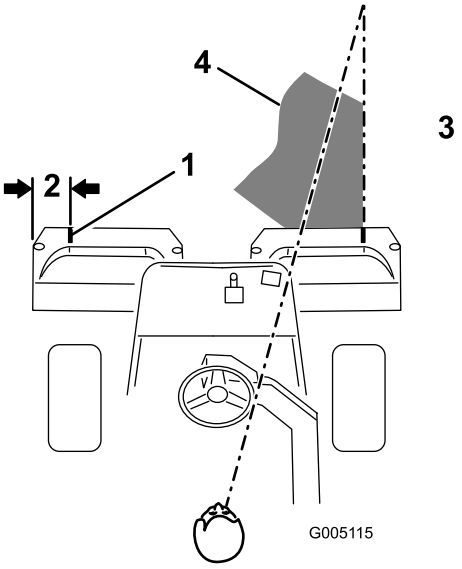
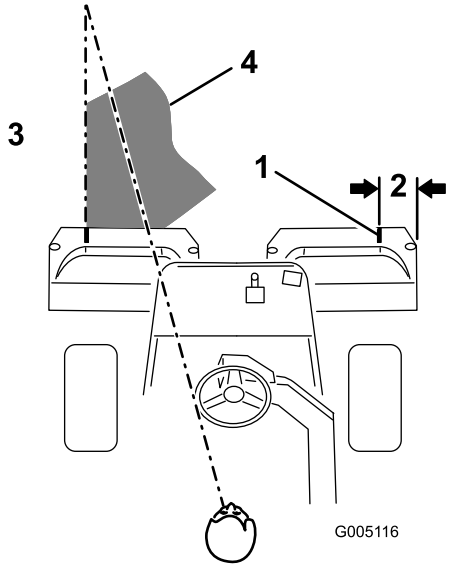

Figur 39
Figur 40
2. Placera en bit vit tejp eller måla en linje på varje korg parallellt med korgens ytterkant (Figur 39).
3. Överlappa den tidigare klippremsan så lite som möjligt under nästkommande vända. Etablera en tänkt siktlinje ca 1,8 till 3 m framför maskinen så att du klipper i en rak linje över greenen och håller maskinen på ett jämnt avstånd från förra klippvändans kant (Figur 39 och Figur 40). En del tycker att det är användbart att inkludera rattens ytterlinje som del i siktlinjen, d.v.s. att hålla rattkanten i linje med en punkt som alltid är på samma avstånd från maskinens framkant (Figur 39 och Figur 40).